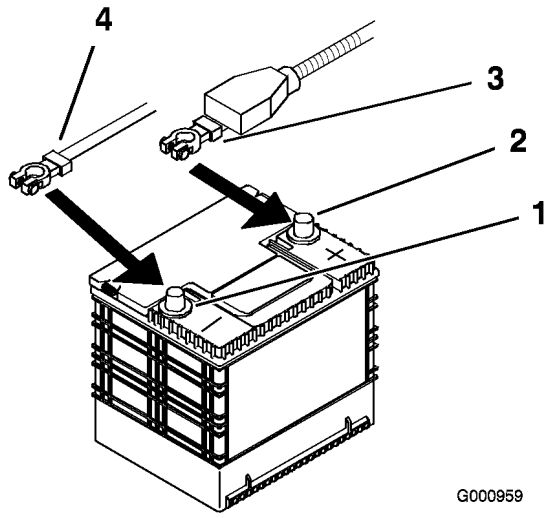

Figur 44
4. Ta den negative batterikabelen av den negative (-) batteripolen (Figur 44).
5. Skyv den røde polhetten av den positive (røde) batteripolen. Fjern deretter den positive (røde) kabelen (Figur 44).
4. Fest kablene med to bolter (1/4 x 3/4 tommer), to skiver (1/4 tommer) og to mutrer (1/4 tommer) (Figur 44).